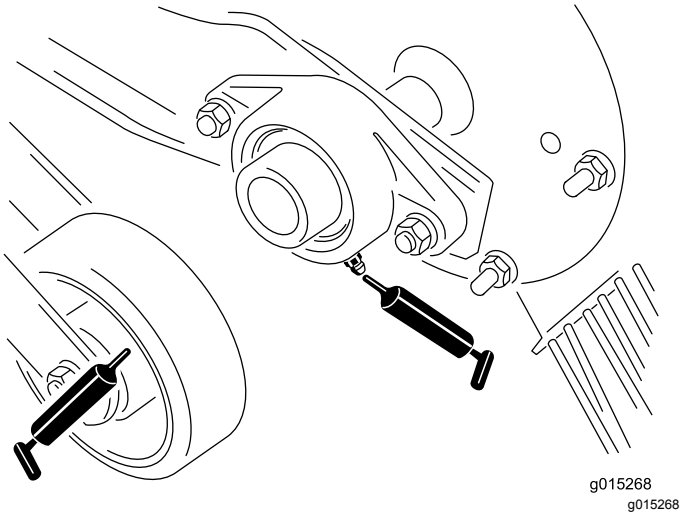
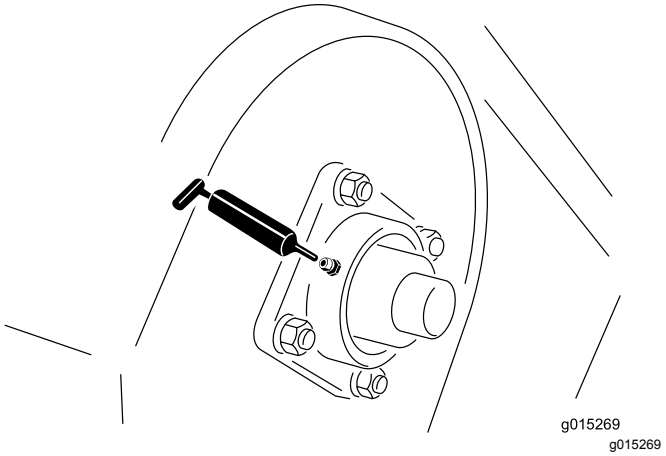
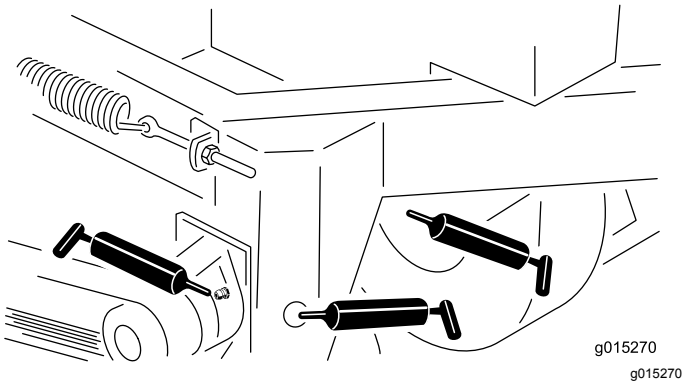

Figur 11
Figur 12
Figur 13
2. Pump smørefett inn i lageret eller hylsen (Figur 11, Figur 12 og Figur 13)